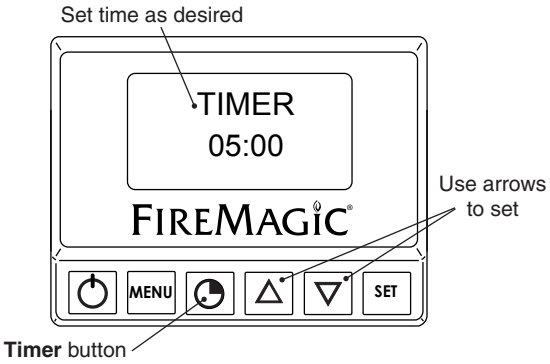

**Fig. 16-4** Timer screen
1. Press the timer button. Use the arrows to set the desired amount of time (see Fig. 16-4).